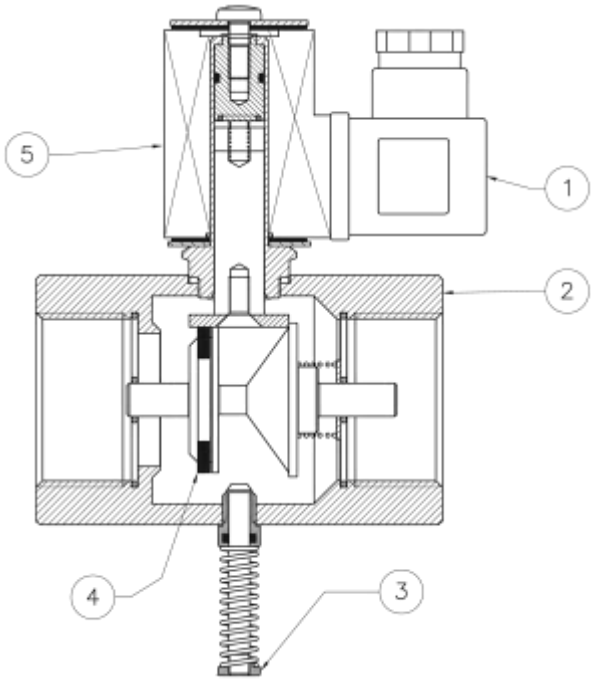

Рис. 3
Клапан (Рис. 3) состоит из: электрический коннектор (1); корпус (2); ручка механизма взвода (3); уплотняющая прокладка (4); соленоид (5).